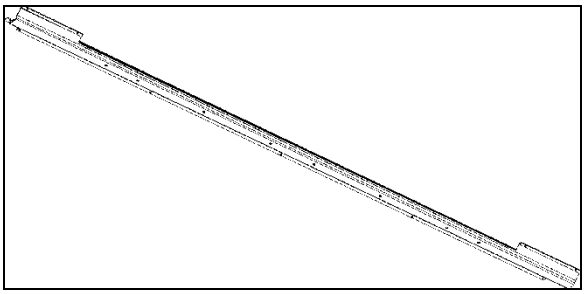

**FIGURE 64: LED INDIRECT LIGHTING IN PARCEL RACK**
2. Using a Phillips head screwdriver, unscrew and remove the existing LED strip (FIGURE 64).